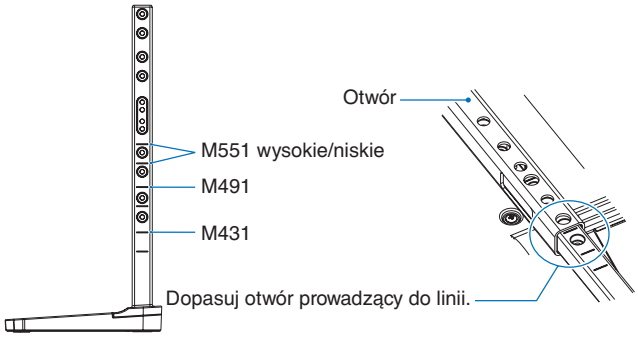

Rysunek 1
1. Linie na podstawce służą do regulacji wysokości (**rys. 1**). Dopasuj otwór prowadzący do linii.